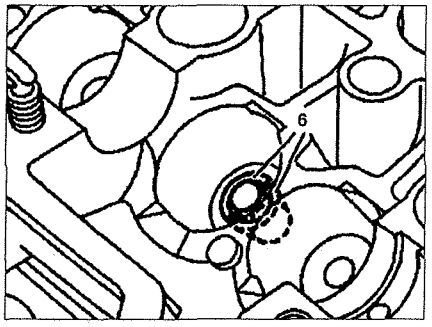

Рис. 2.46. Проверка установки сухарей клапана.
18. Проверьте правильность установки сухарей **6**. Снимите шланг подачи воздуха с головки блока цилиндров с переходником (см.рис.2.46).